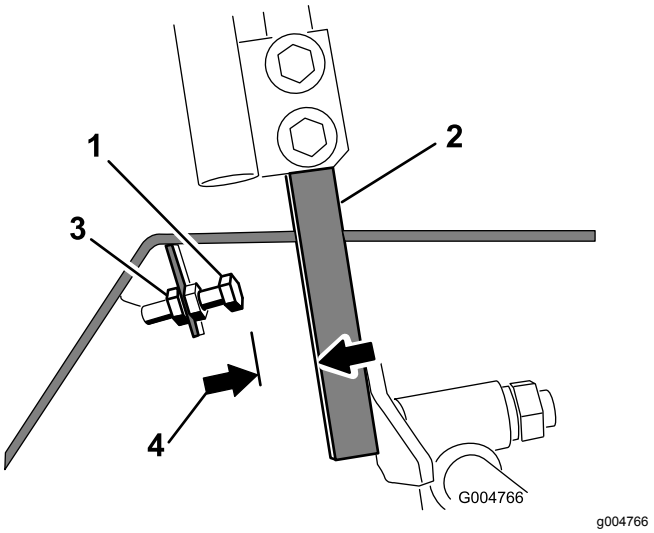

Figuur 53
4. Draai de contramoer op de aanslagbout voor een rijhendel los (Figuur 53).